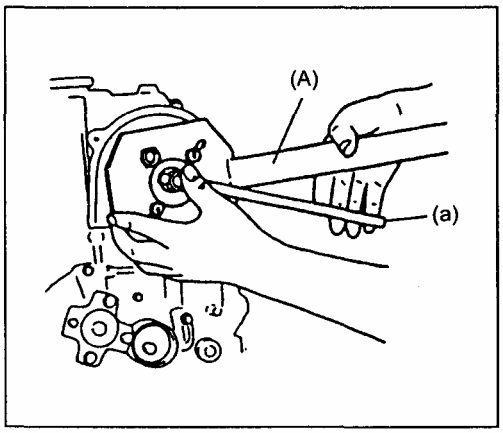

Рис. 89
11) Затяните болт шестерни при помощи специального инструмента (Рис. 89).